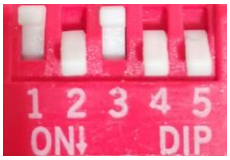

图 6.14 外部 PWM 闭环拨码开关设置
- 将拨码开关设置为 SW2=ON（选择闭环运行模式），SW3=OFF，SW4= ON，SW5= ON（选择外部 PWM 控制方式），如图 6.14。